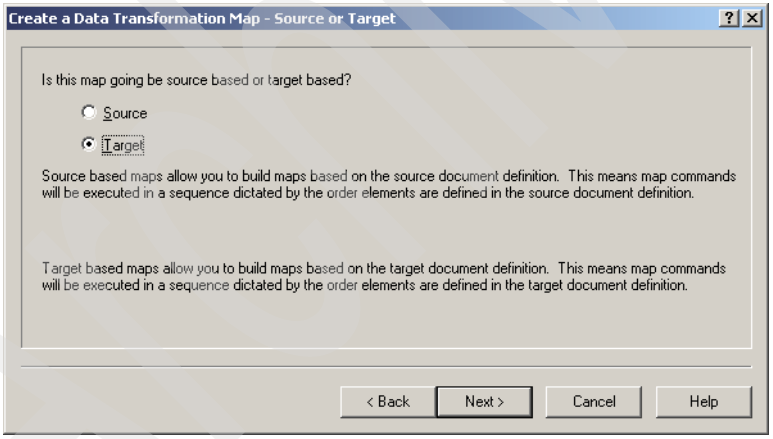

Figure 15-18 Specify source or target
7. Our map is going to be defined as a target-based map. A description of each map type is provided in the window. Select **Target** and click **Next** (Figure 15-18).